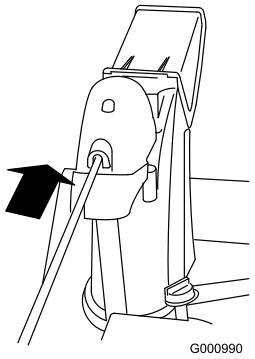

Figura 15
4. Inserite l'estremità anteriore dell'asta nell'apertura sul retro del coperchio ingranaggi del camino di scarico, finché non s'inserisce negli ingranaggi (Figura 15).